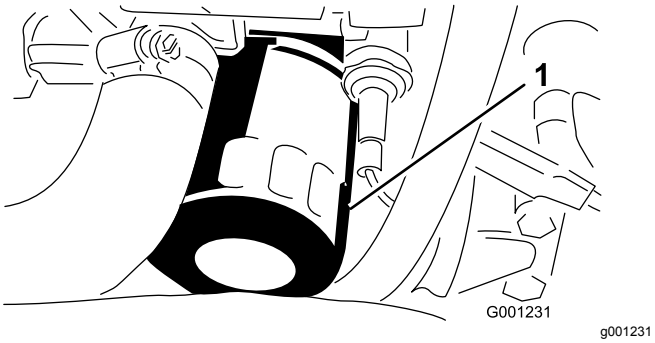

Figuur 51
6. Verwijder en vervang het oliefilter (Figuur 51).